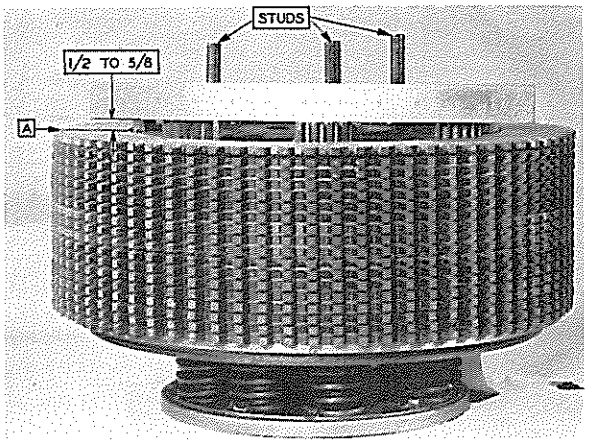

FIG. 24
9. Stack discs alternately on hub beginning with a friction disc. 18 Raybestos friction discs and either 17 or 18 steel discs will be required. The top disc on the stack may be either a steel or friction disc, depending on what is required to obtain the correct dimension at "A," see Fig. 24.